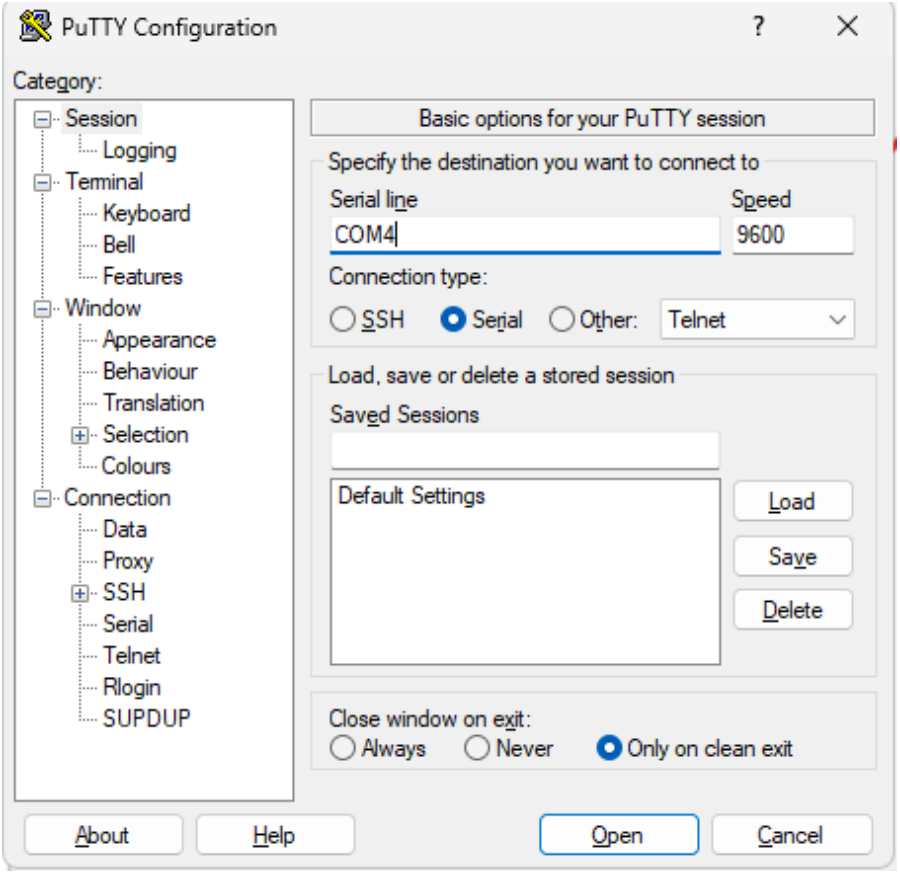

Рисунок 5 - Putty конфігураційне вікно
7) Відкриваємо термінальну програму Putty. Для початку потрібно зрозуміти який COM порт відкривати, щоб побачити це можна відкрити диспетчер пристроїв та подивитись який COM порт виділенийдля KitProg. Далі відкриваємо Putty та задаємо параметри доля підключення (рис. 5).